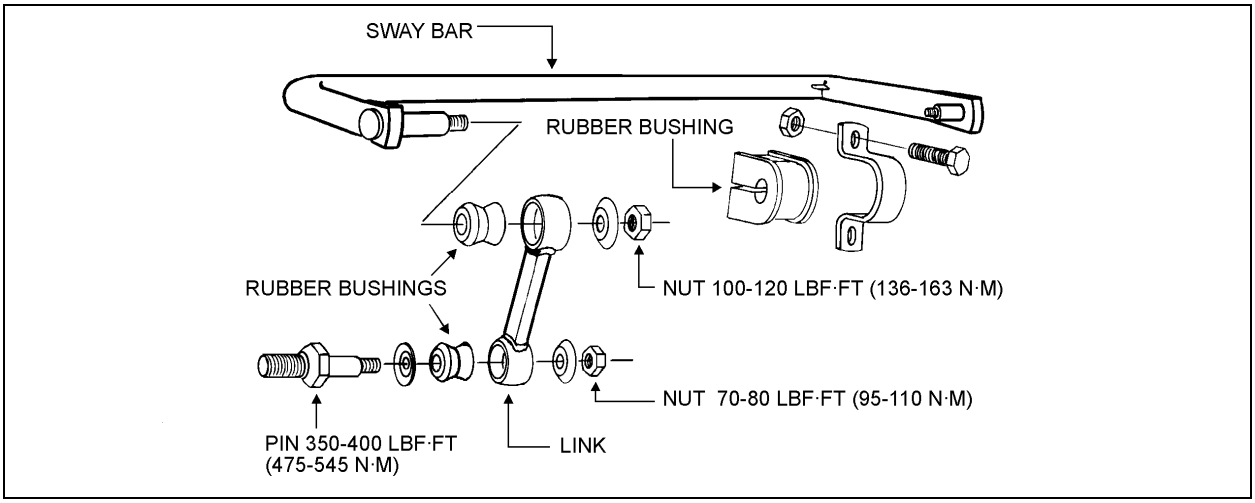

FIGURE 13: FRONT & DRIVE AXLE SWAY BAR 16014
A sway bar is provided on the front and drive axles to increase vehicle stability. It controls lateral motion (swaying movement) of vehicle (Fig. 13).
2. Tighten the eight bushing collar nuts to 70 - 80 ft•lbf (95 - 110 N•m) (Fig. 13).
3. Tighten sway bar link upper nuts to 100 - 120 ft•lbf (136 - 163 N•m) and lower nuts to 70 - 80 ft•lbf (95 - 110 N•m) (Fig. 13).